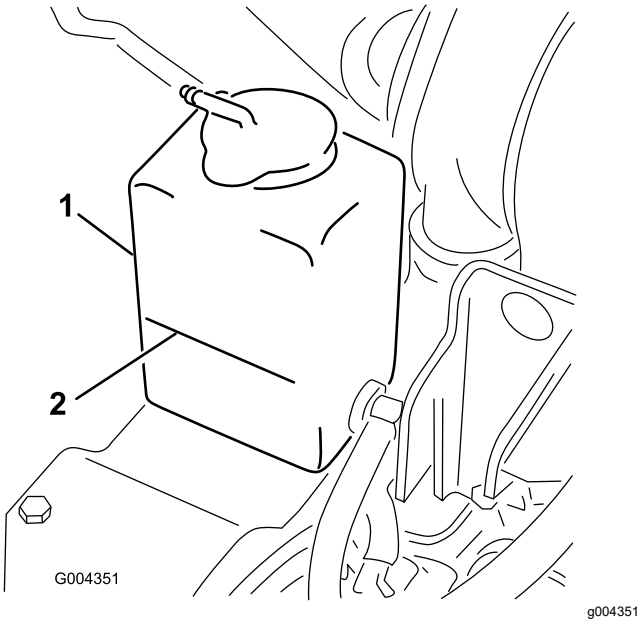

Figura 50
3. Compruebe el nivel de refrigerante en el depósito de expansión (Figura 50).